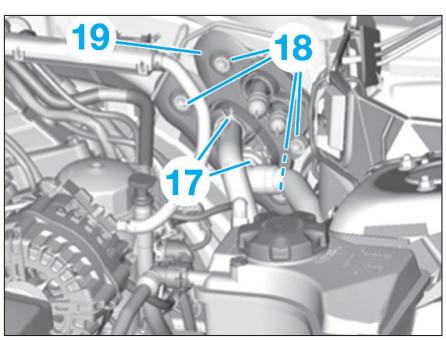

Fig. 20
• Extraire le conduit de chauffage de plancher côté gauche (13) avec la pièce intermédiaire (15) au niveau du bloc de chauffage/climatisation et le retirer dans le sens de la flèche du conduit de chauffage de plancher côté gauche (16).
• Dégrafer les conduites de fluide (17) **(Fig.20)**.